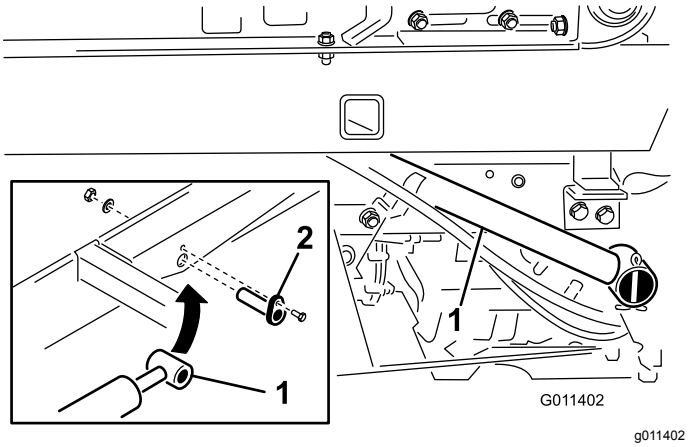

**Figur 11**
1. Fest stangenden til hver løftesylinder på overgjødslerens base med en sylinderbolt (Figur 11).
2. Fest hver sylinderbolt til overgjødslerens base med en hodeskrue (¼ x ¾ tomme), en flat skive og en mutter (Figur 11).